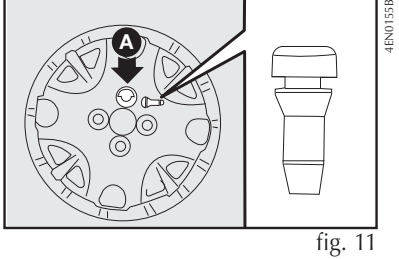

fig. 11
8) colocar a calota cuidando para que o símbolo ⦶, na parte interna, fique em correspondência com a válvula, e dessa maneira o furo maior da calota **A-fig. 11** passe pelo parafuso já fixado;